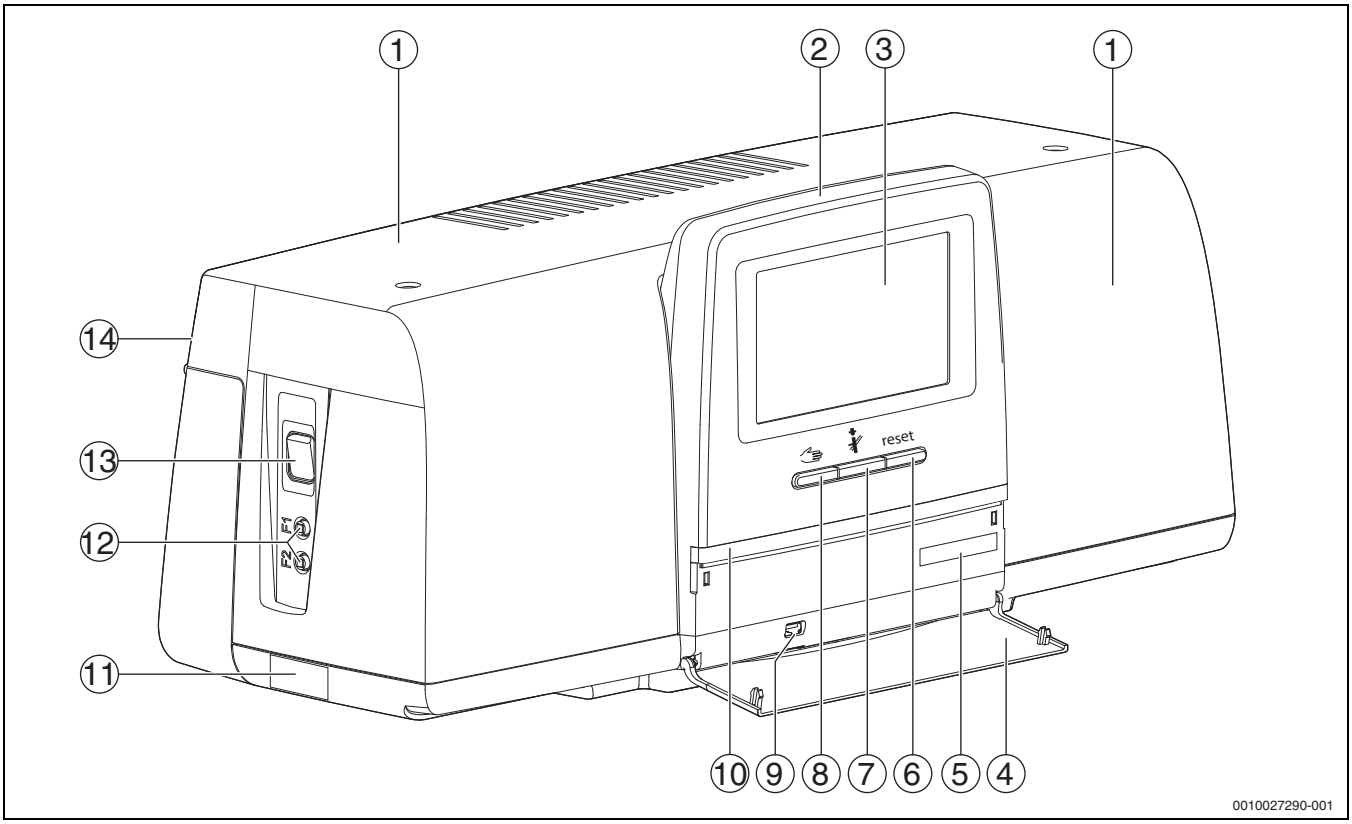

Bild 8 Übersicht des Regelgeräts und der Bedienelemente
Der Status der Anlage, der Funktionen und der Anlagenkomponenten wird über die Statusanzeige (→ Bild 14, [2], [6], Seite 15) und die LED-Statusanzeige (→ Bild 8, [10], Seite 11) angezeigt:
▶ Regelgerät am Schalter Ein/Aus einschalten (→ Bild 8, [13], Seite 11).